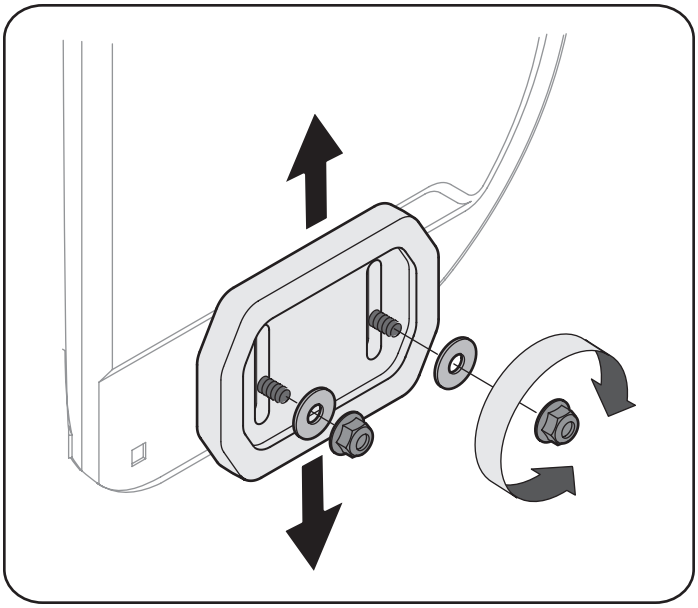

Figura 8
1. Afloje las cuatros tuercas hexagonales (dos en cada lado) y los pernos del carro. Mueva las zapatas antideslizantes a la posición deseada. Vea la figura 8.